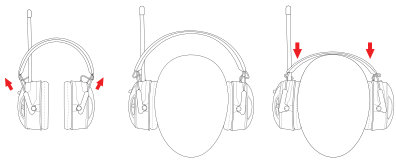

Figura 1 Figura 2 Figura 3
- Extienda completamente las correderas (Figura 1).